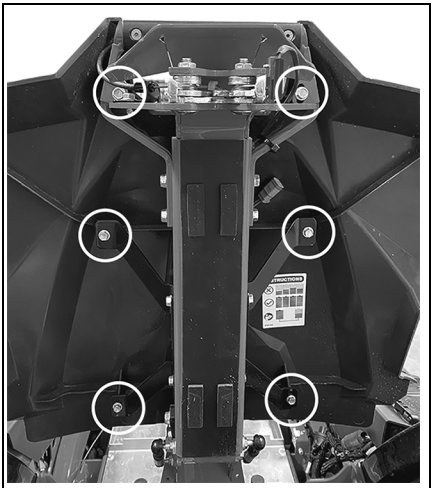

Figure 3
2. Remove and retain six tapping screws retaining hood to main arm. Remove hood. See Figure 3.